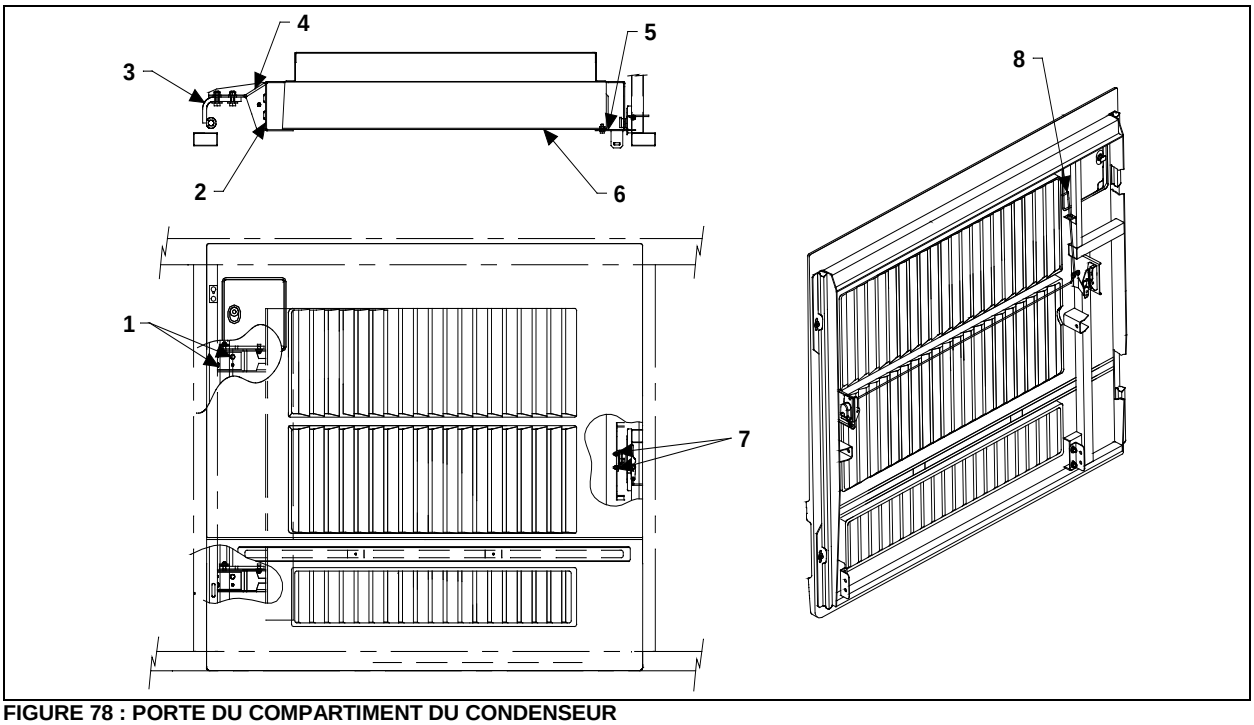

FIGURE 78 : PORTE DU COMPARTIMENT DU CONDENSEUR
2. Desserrer les écrous (1, Figure 78) tenant la charnière (3, Figure 78) à la fixation de charnière (4, Figure 78). Le fait de desserrer les écrous (1, Figure 78) permet de déplacer le condenseur vers la gauche ou la droite et vers le haut ou le bas.
5. Desserrer les écrous de support qui fixent le panneau au condenseur. Le panneau (6, Figure 78) peut alors être déplacé vers l'intérieur ou l'extérieur, vers la gauche ou la droite, et vers le haut ou le bas.
6. Ajuster le panneau du condenseur par rapports aux supports (2, Figure 78 et 5, Figure 78).